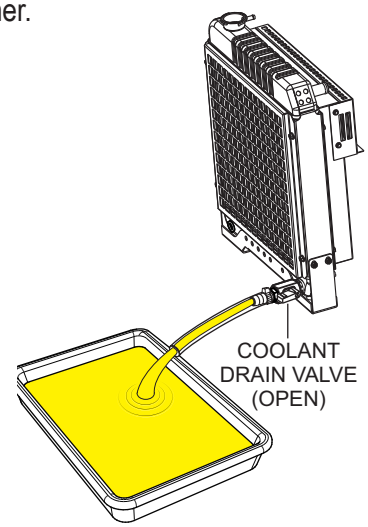

Figure 69. Draining The Engine Coolant
2. Place the **coolant drain valve** in the **OPEN** position (Figure 69) and allow the coolant to drain into a suitable container.